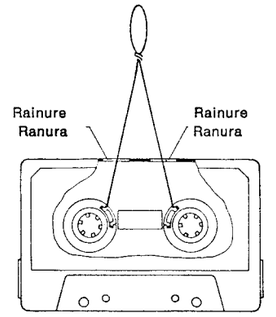

Fig. 2
8. **Mesurage de la traction du ruban** (voir fig. 2)
8. **Medición de la tracción de la cinta** (véase fig. 2)